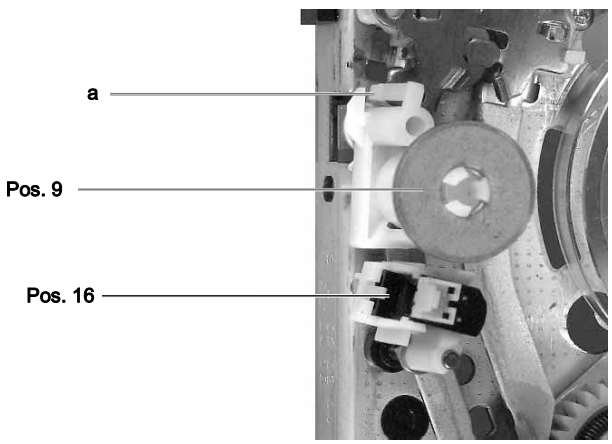

Fig. 21
– Befestigungshaken der Feder (a) lösen und Beruhigungsrolleneinheit (Pos. 9) nach oben herausziehen (Fig. 21).
– Löschkopf senkrecht nach oben herausziehen (Fig. 21).
– Loosen the fastening hook of the spring (a) and raise the damping roller (Pos. 9) to remove it (Fig. 21).
– Remove the erase head assembly in vertical direction (Fig. 21).